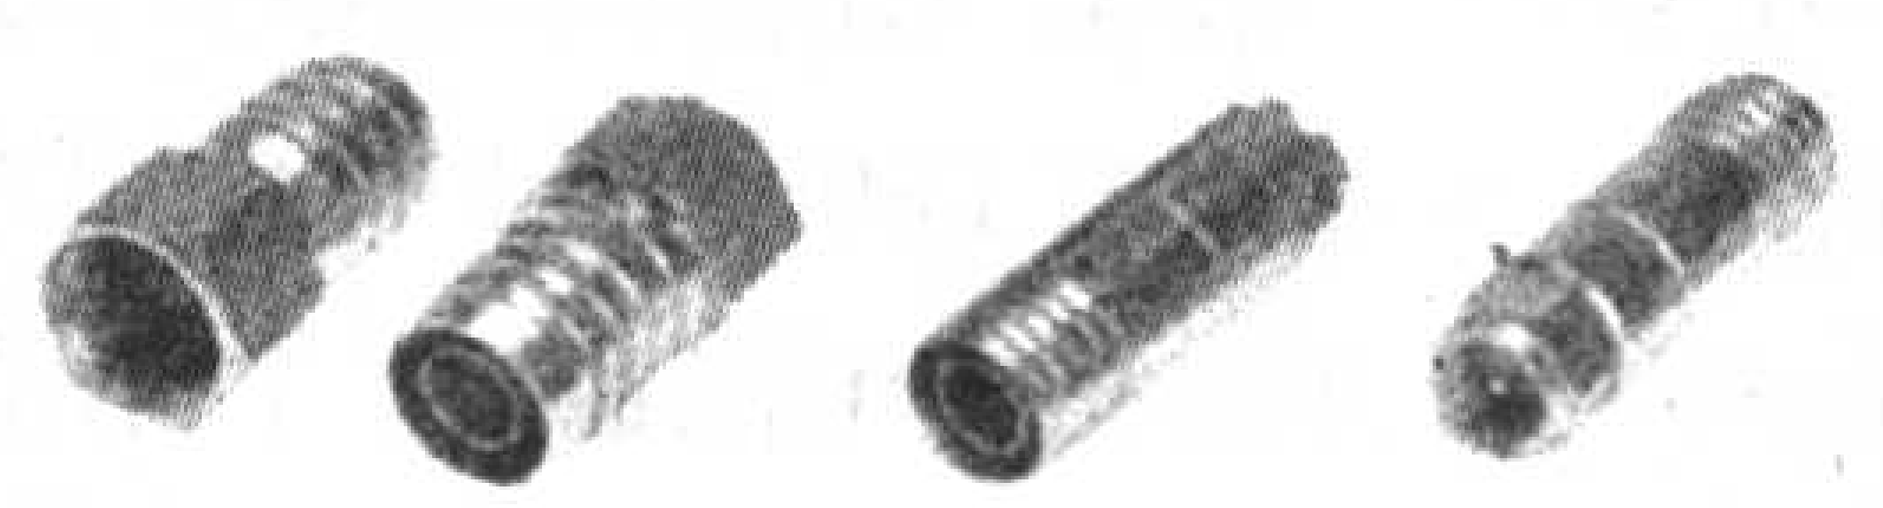

图16
1.压接式 将电缆插入该接头，用六角压接钳将电缆与接头压接在一起（图16）。